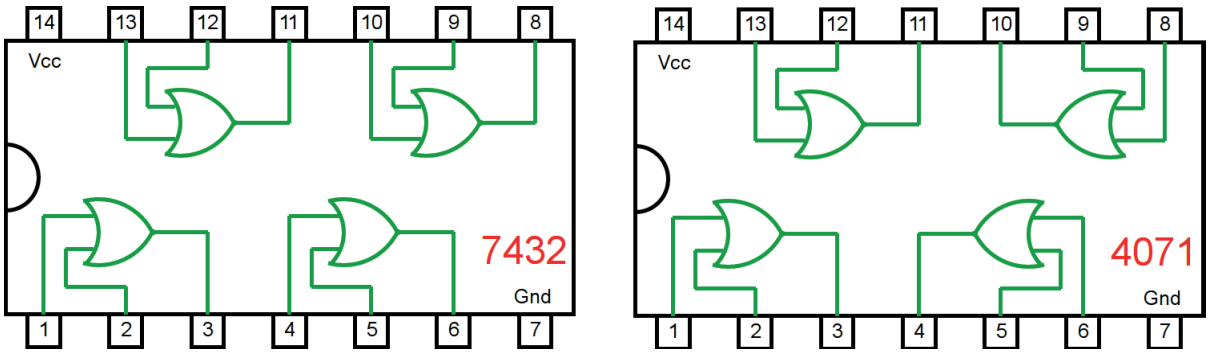

Figura 3.44 – Circuito integrado TTL e CMOS.
4. O CI TTL 74LS32 contém 4 portas OU de duas entradas, figura 3.44.